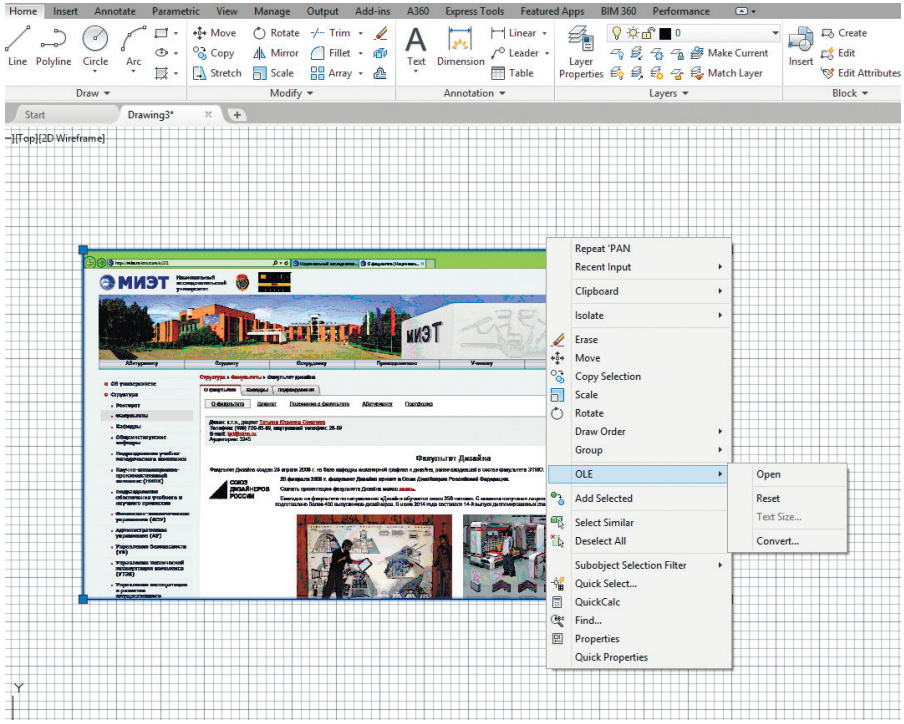

Рис. 2.20. Контекстное меню OLE
- *OLE* – вызывается при щелчке правой кнопкой мыши на вставленном в рисунок OLE-объекте. Объединяет функции, позволяющие редактировать OLE-объекты (рис. 2.20).